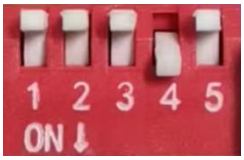

图 6.40 外部模拟量开环拨码开关设置
- 将拨码开关设置为 SW2=OFF（选择开环运行模式），SW3=OFF，SW4= ON，SW5= OFF（选择外部模拟量控制方式），如**图 6.40**。